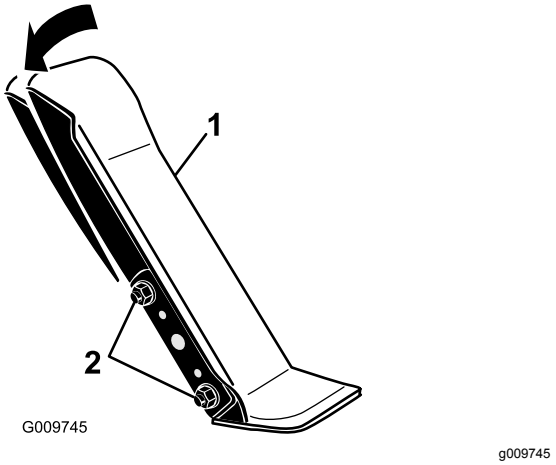

Figuur 88
1. Draai de 2 bouten en moeren los waarmee de linkerzijde van het tractiepedaal aan de beugel is bevestigd (Figuur 88).
2. Draai het pedaal naar de gewenste hoek en draai de moeren vast (Figuur 88).